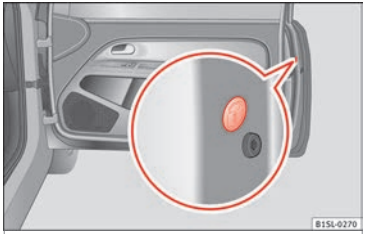

Fig. 138 To the front of the passenger side door: Emergency lock, hidden by a rubber cap.
- Remove the rubber cap to the front of the door. The rubber cap is marked with a lock symbol 🔒 ››› **Fig. 138**.